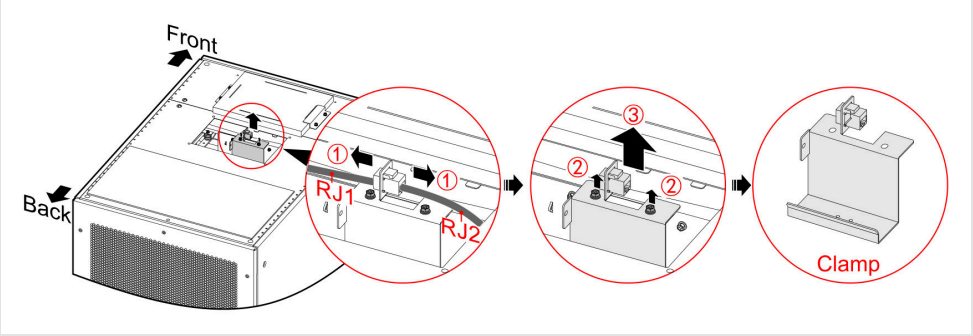

FIGURE 3-35 Step 2 — network cables (RJ1, RJ2) and clamp
2. Pull out the two network cables in the cabinet and remove the clamp of the networking device (Figure 3-35).